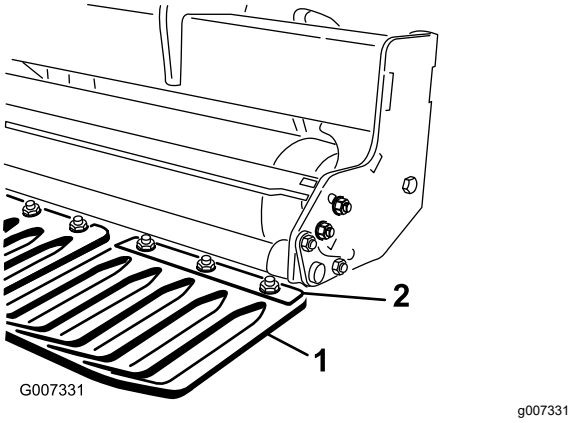

Figura 17
1. Afloje las tuercas que sujetan las pletinas de sujeción de los protectores de césped a la barra de herramientas de los protectores de césped (Figura 17).